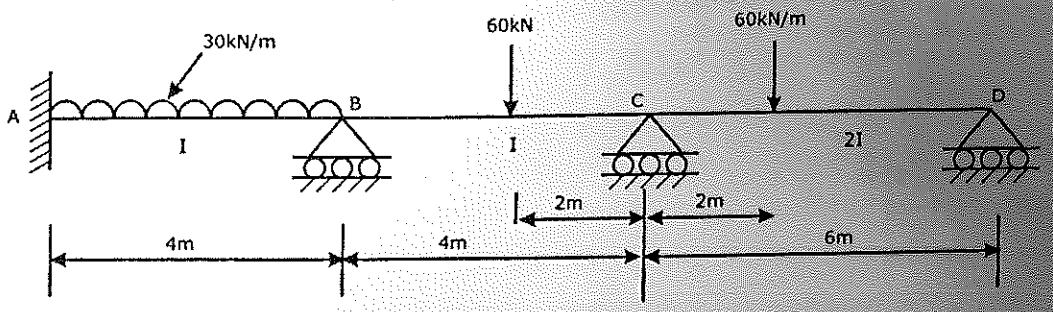

Fig. 1
4. Analyse the continuous beam ABCD shown in **Fig.1** by slope deflection method and draw bending moment diagram. **14**